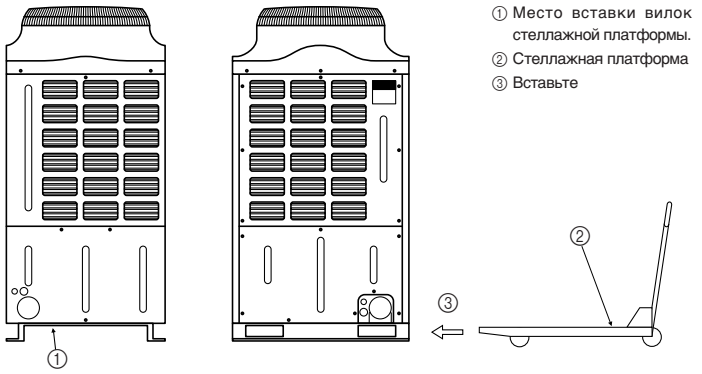

Fig. 3-2
3.2. Транспортировка с помощью стеллажной платформы (Fig. 3-2)